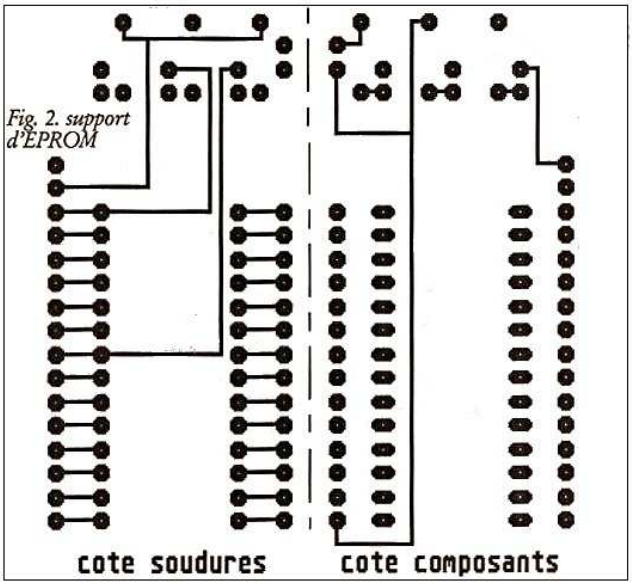

Fig. 2. support d'EPROM
-le circuit imprimé qui supporte l'eprom, les leds et leurs résistances respectives (fig2),